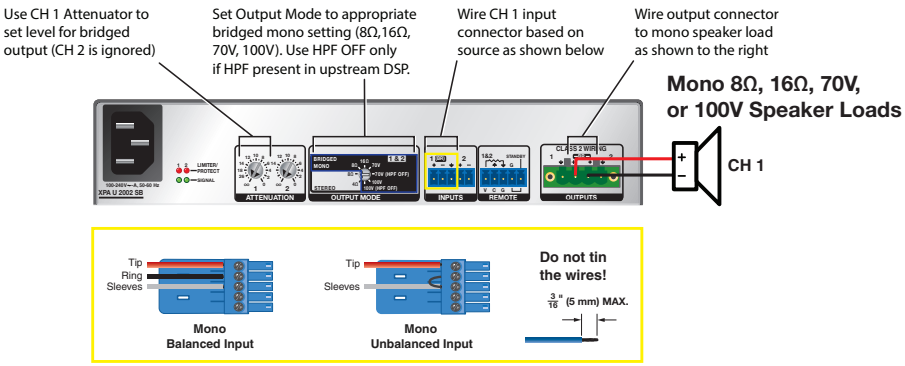
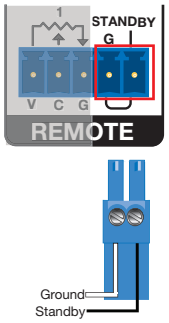

**Figure 14. XPA SB Configuration Based on Output Mode**
**Figure 16. Remote Standby Port**
**D** **Output Mode Selector Switches** — (see **figure 14** on page 14) Each channel features a 8-position rotary switch to set the output mode for specific channels (see figure on the right). The bottom switch controls channels 1 and 2, and the XPA U 1004 SB has a top switch that controls channels 3 and 4. There are eight settings that are divided into stereo and bridged mono:
**E** **Line Input** — (see **figure 14** on page 14) Wire the amplifier input connectors based on the output. See Figure 16 for details on how to wire the input connectors.
**F** **Speaker Output Connectors** — (see **figure 14** on page 14) Connect up to two 4-pin, 5mm captive screw connectors for up to four channels of speaker outputs. Each port has a screw flange to secure the plug to the connector. Observe the correct polarities for each channel as shown to the right.
**G** **Remote Ports** — (see **figure 14** on page 14) On the XPA U 1004 SB, connect a 3-pole, 3.5mm captive screw connector for remote volume control on channels three and four. On both amplifiers, there is a 5-pole captive screw port. The bottom port use a 3-pin captive screw plug for volume control of channels 1 and 2 on the V, C, and G pins, and a 2-pin captive screw for standby on the STANDBY and G pins.